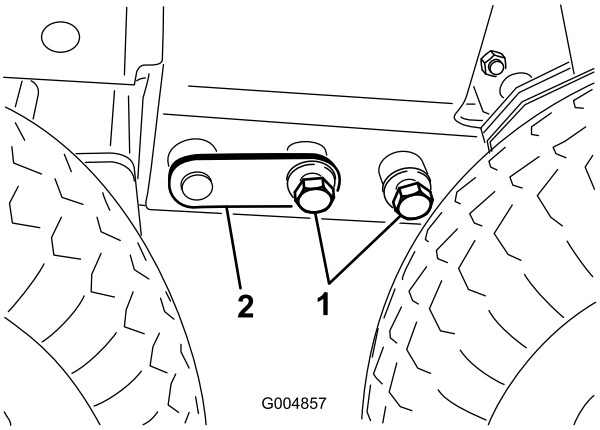

Figur 111
34. Juster donkraften, eller rok førerhuset med hænderne som nødvendigt for at montere boltene (3/4 tomme) på hver side (Figur 111).